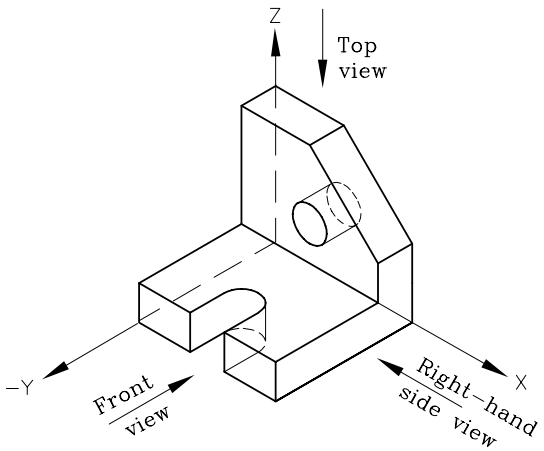

Figure 17-52 *Align the object with the imaginary X, Y, and Z axes*
3. Picture the object in your mind and align it along the imaginary X, Y, and Z axes, refer to Figure 17-52.